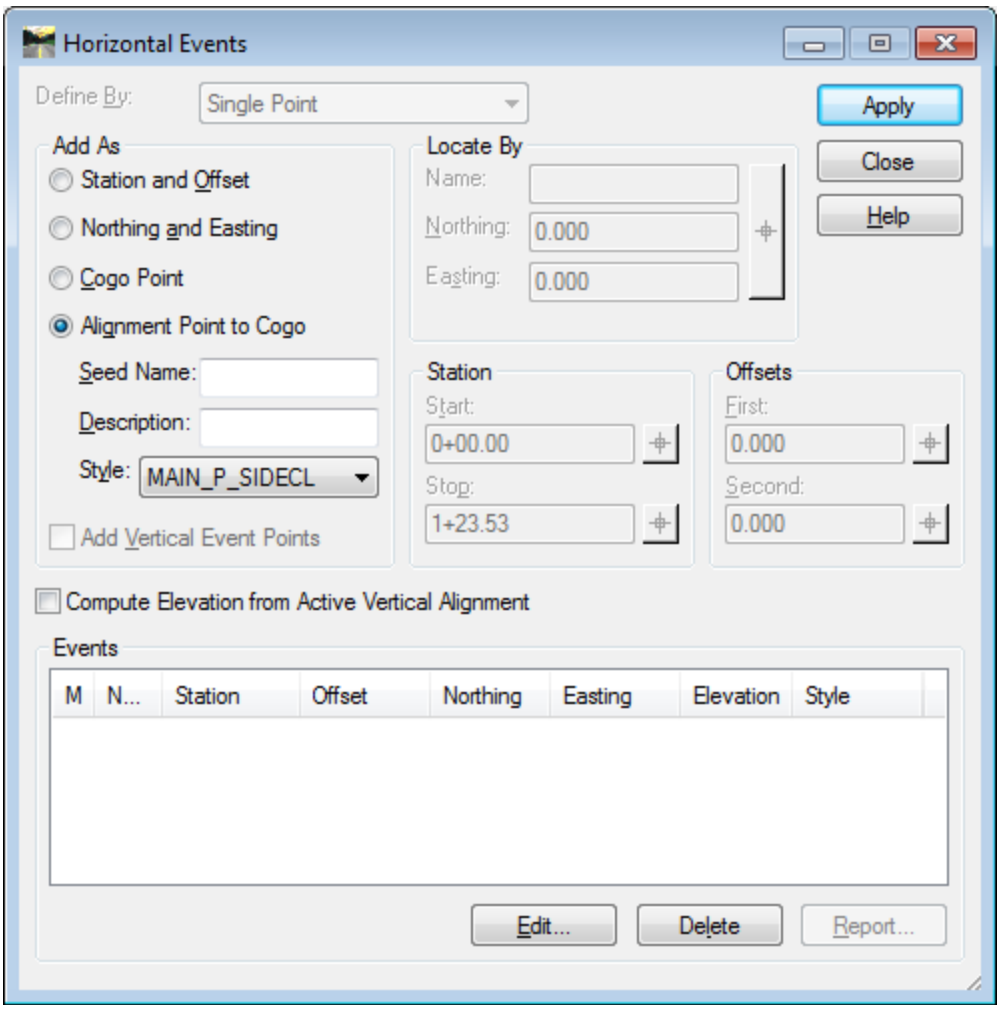

Figure L5-7 Horizontal Event Points
15.	**Create COGO Points of all Alignment Points.** * **IMPORTANT**: Although Point Names (Alignment Points) now exist in Alignment **DE60** for the PI's, PC's and PT's -- the Alignment Points don't actually exist as COGO Points in the COGO Buffer. In order to properly display the points in MicroStation with the proper symbology and for the proper delivery of Enhancements during the life of the project, the Alignment Points must be converted to COGO Points and assigned the proper Feature Style. • In InRoads, select **Geometry ► Horizontal Curve Set ► Events**. The **Horizontal Events** dialog opens. • **Match** the settings in the **Horizontal Events** dialog to those shown in *Figure L5-7*. • Click **Apply** and **Close**. • **Close** the **Results** window. *** NOTE:** Cogo Points are only assigned to Alignment Points for the active Alignment. The process must be repeated for each Alignment.